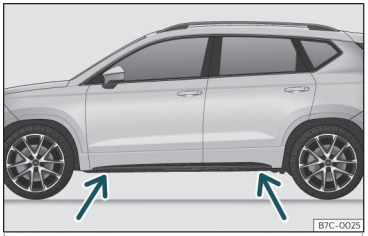

Fig. 35 Puncte de amplasare a cricului.
• Localizați punctul de sprijin de pe traversă (zona adâncită) cel mai apropiat de roata ce urmează a fi înlocuită>>> **fig. 35** .